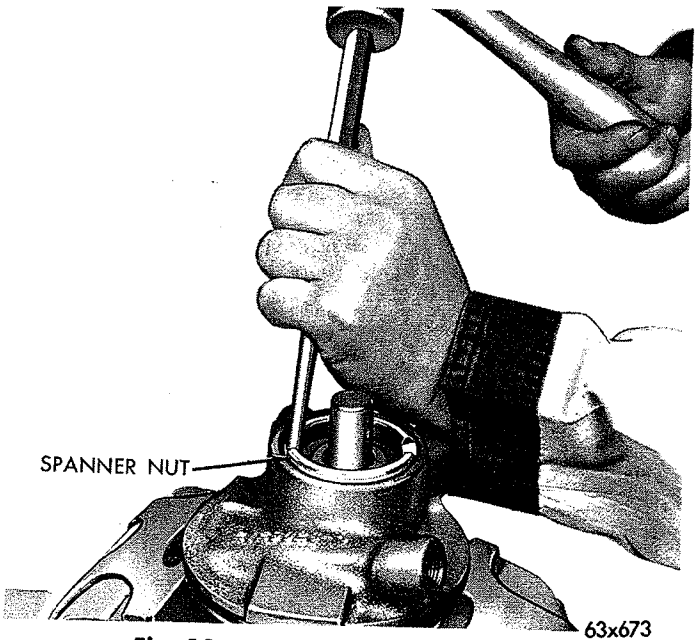

***Fig. 12—Removing Spanner Nut***
(3) Use a drift to remove the spanner nut (Fig. 12).